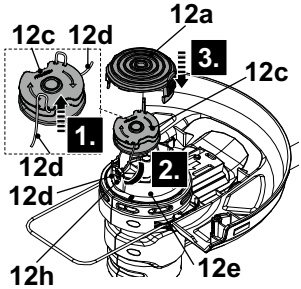

Fig. 26
6. Release the trimming line (12d) from the notches and hold it in position. Avoid the trimmer line (12d) scatted from the trimming spool (12c) (Fig. 26, Step 1).
7. Lead the trimming line ending through the eyelet (12h) on the housing (12e) (Fig. 26, Step 2).
9. Insert the trimming spool (12c) into the housing (12e) (Fig. 26, Step 3). Twist the spool until it locks into place.